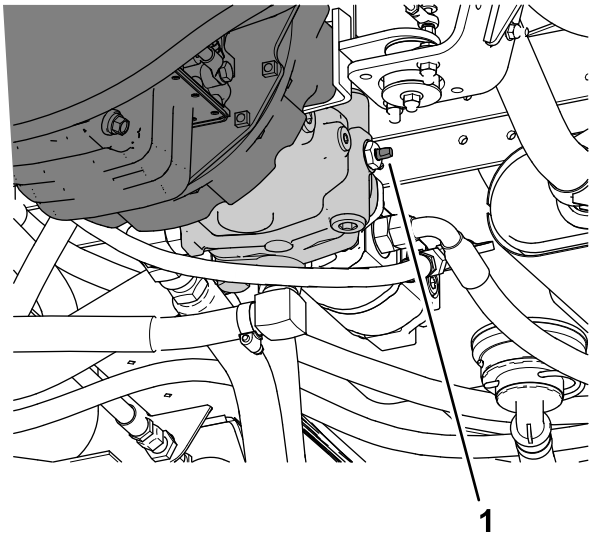

**Figur 55**
3. Öppna bogserventilen (Figur 55) genom att vrida den 90 grader åt valfritt håll.